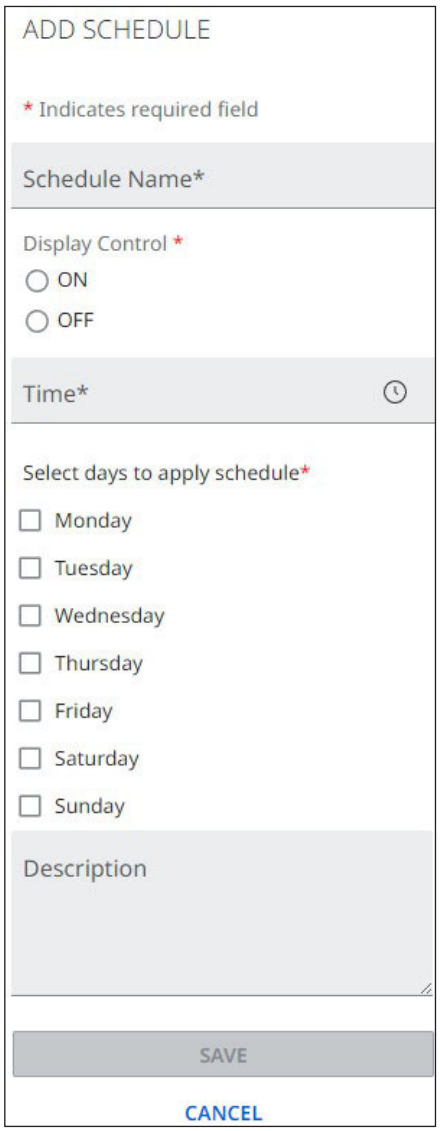

Figure 38. Schedules Panel
1. Click **ADD SCHEDULE** from the Schedules panel and the ADD SCHEDULE pane opens on the right side (see figure 38).